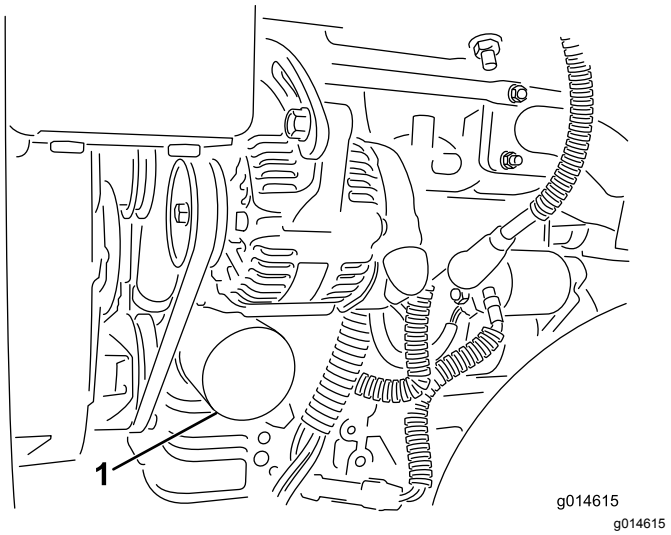

Рисунок 44
2. Извлеките масляный фильтр (Рисунок 44). Нанесите тонкий слой чистого масла на новую прокладку фильтра.